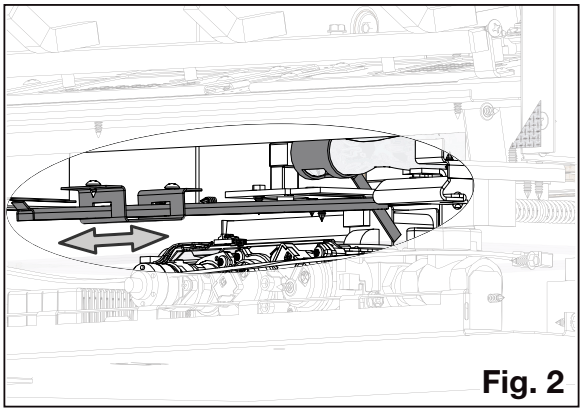

Fig. 2
3. Faites glisser vers l'avant pour fermer l'obturateur d'air et vers l'arrière pour l'ouvrir **(Fig. 2)**.